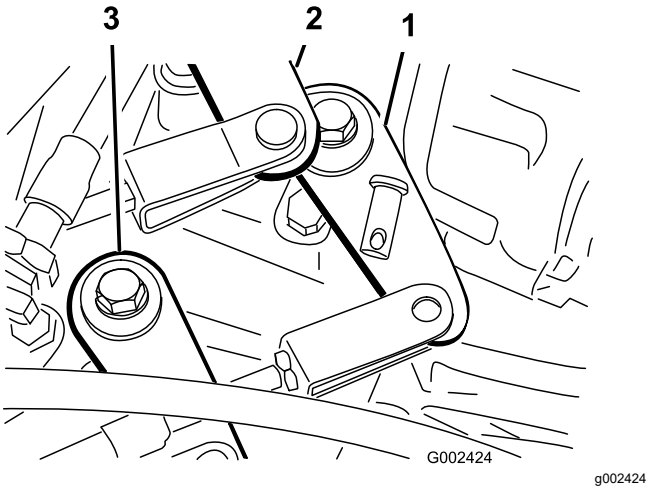

Figur 53
2. Ta bort de sprintbultar som fäster växelvajrarna på växellådans växlingsarmar (Figur 53).
1. Ta loss den sprintbult som håller hög-/lågväxelvajern vid växellådan (Figur 53).